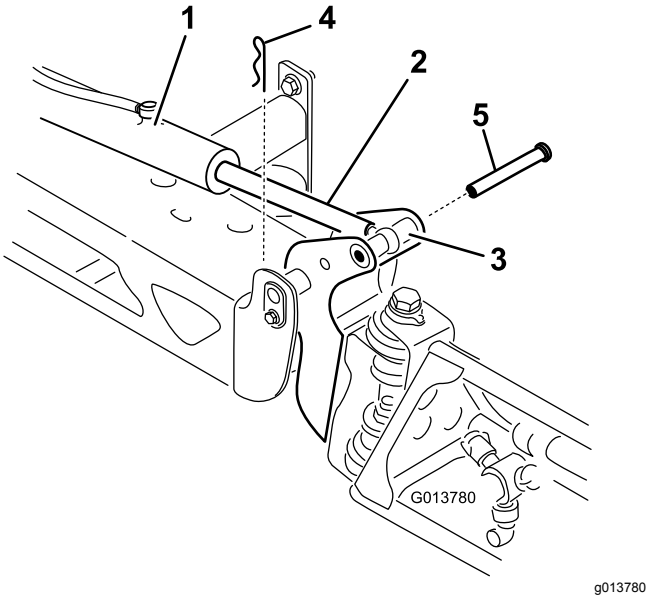

**Figuur 58**
2. Verwijder de borgpen van de draaipen (Figuur 58).
3. Til de spuitboom op en verwijder de pen (Figuur 58), en laat de spuitboom langzaam op de grond zakken.
9. Houd de spuitboom vast en steek de pen door het draaipunt van de spuitboom en de actuatorstang (Figuur 58).